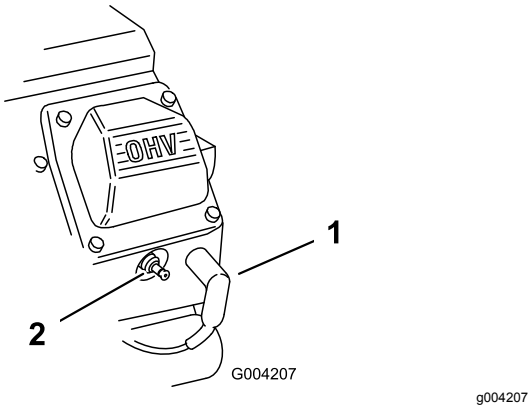

Figuur 50
2. Maak de kabels los van de bougies (Figuur 50).
3. Druk de bougiekabels op de bougies (Figuur 50).